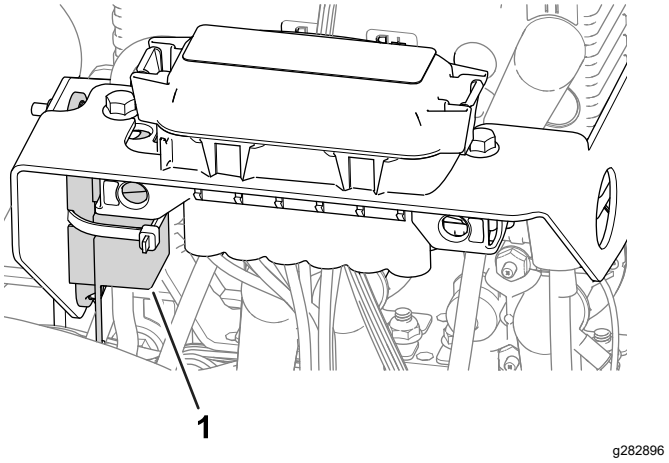

Figur 59
- Den vänstra hjulmotorns säkring (60 A) sitter under kåpan på maskinens vänstra sida, nära cylinderdrivkretsens säkringar (Figur 59).